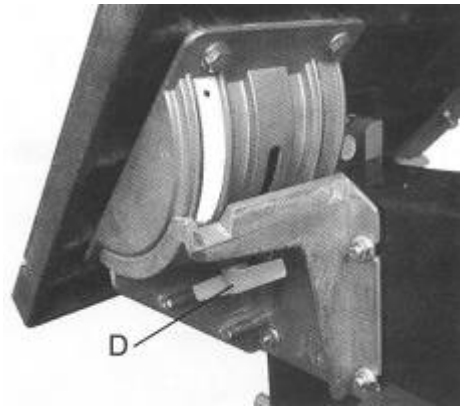

Рисунок 17.
– Закрутите зажимную гайку (**D** рис. 17.) с барашком на радиусных салазках.